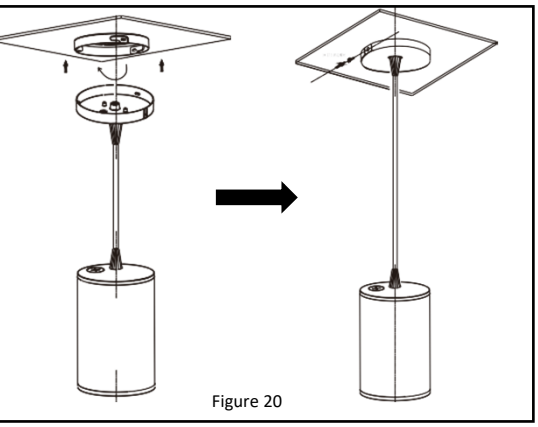

Figure 20
8. Installez la vis de réglage pour fixer le luminaire***Reportez-vous à la Figure 20.***